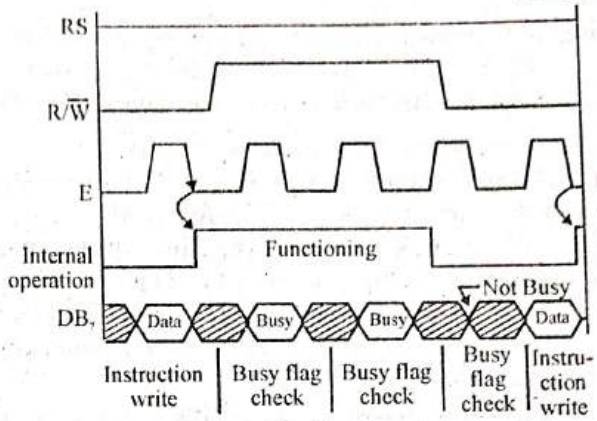

Fig. 2
- Timing diagram(fig. 2) shows that after selection of a register (IR and DR) by RS, the R/$\overline{W}$ signal is asserted and enable signal is pulsed low-high-low.
- During the internal operation, the microprocessor should continue to check the busy flag(DB_7) by asserting the enable signal (E) low-high-low until the controller resets the flag.